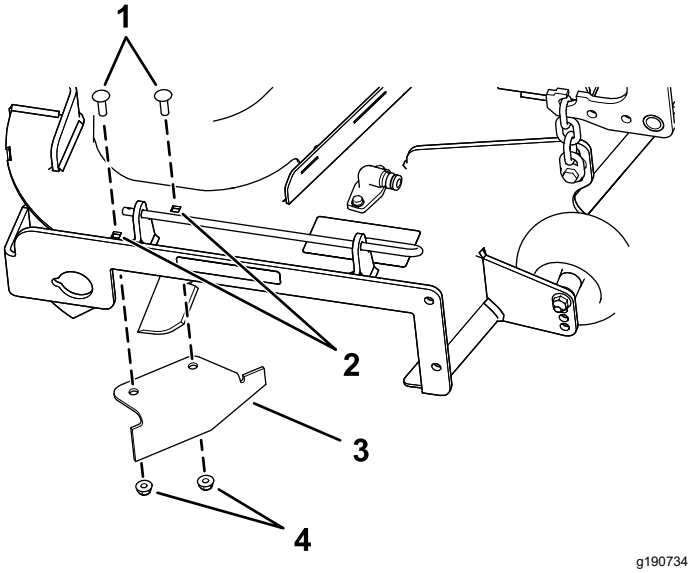

Rysunek 16
9. W woreczku z drobnymi elementami odszukaj przegrodę odcinającą i odkręć mocowania z tylnych otworów płyty wyrzutu (Rysunek 16).